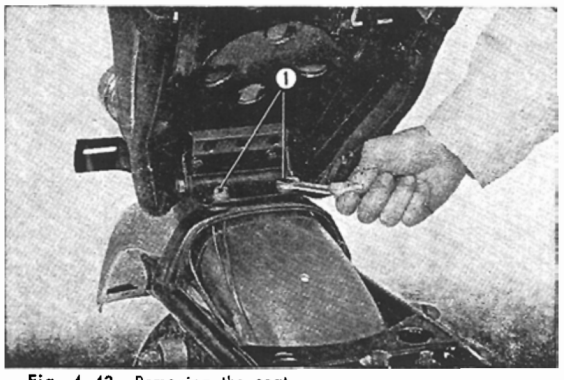

Fig. 4.43 Removing the seat
1. Raise the seat and remove the two bolts at the seat hinge and separate seat from the frame. **(Fig. 4.43)**